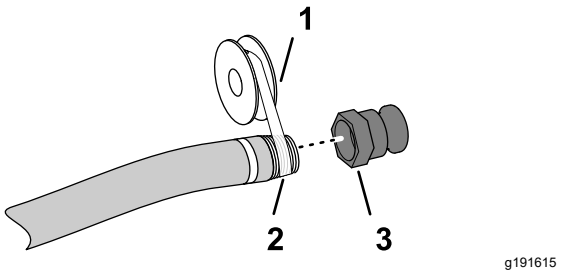

Figura 4
5. Aplique vedante de roscado PTFE (Figura 4) nos roscados do encaixe do tubo de enchimento (NPT, 1 pol.).
6. Enrosque o acoplamento de desligamento rápido no tudo de enchimento e aperte-o bem à mão (Figura 4).